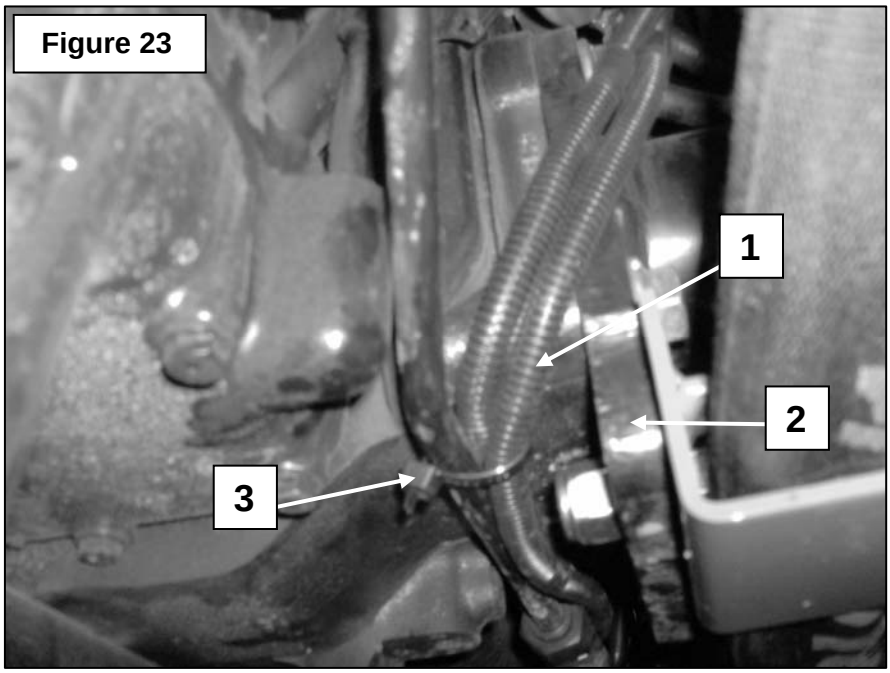

Figure 23
10. **Figure 23:** Run the harness tractor side (item 1) behind the support plate of the loader (item 2) and secure where shown with a tie wrap (item 3).